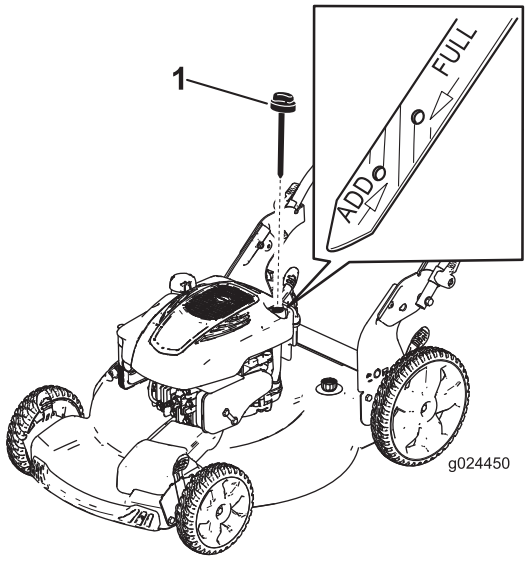

Figura 6
2. Girate il tappo in senso antiorario ed estraete l'asta di livello (Figura 6).
5. Controllate il livello dell'olio sull'asta (Figura 6).